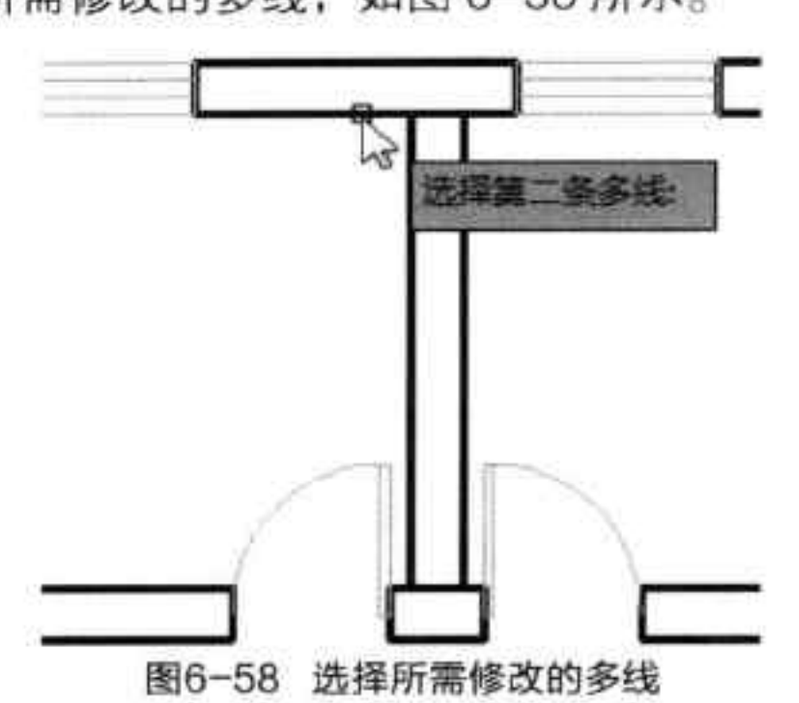

图6-58 选择所需修改的多线
Step 03 在绘图区中，根据命令行提示，选择两条所需修改的多线，如图 6-58 所示。